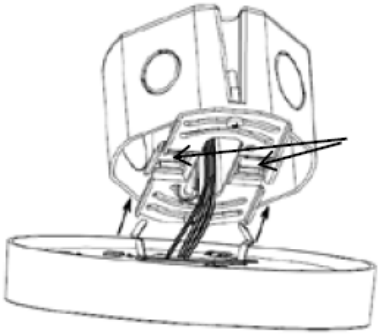

Fig. 3
5. Empuje la luz descendente hacia la placa de montaje hasta que quede firme [Fig. 3].